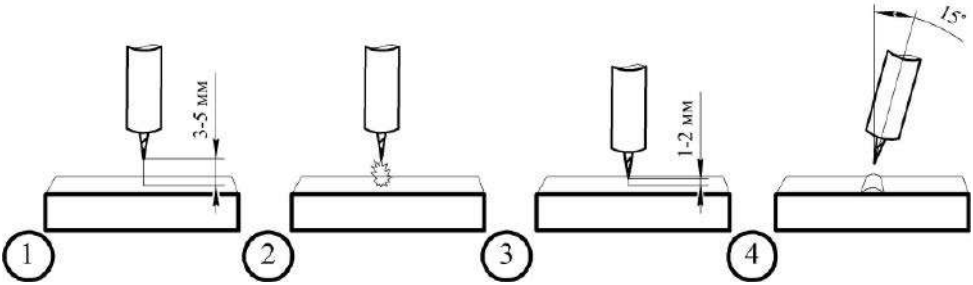

Рис. 7.3.1. Высокочастотный поджиг дуги.
Высокочастотный поджиг (HF) позволяет зажечь TIG дугу без касания к изделию. Основное преимущество в том, что при зажигании дуги в основном металле не остается вольфрамовых включений (см. рис. 7.3.1).